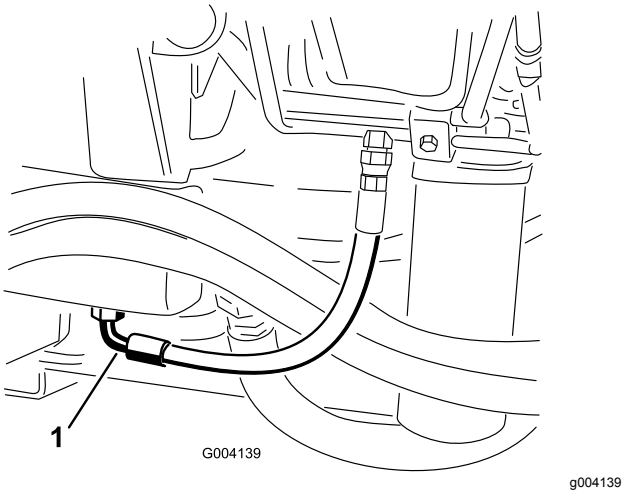

Figuur 69
2. Plaats een grote opvangbak onder de fitting aan de onderzijde van het hydraulische reservoir (Figuur 69).